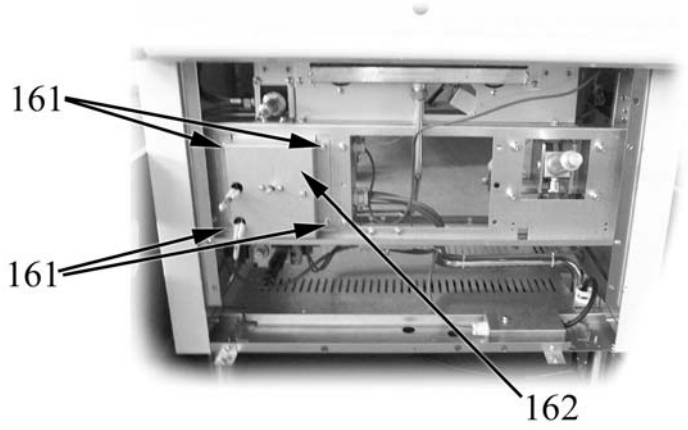

Fig. 16
- unscrew the screws (item 161 in Fig. 16) that fix the protective plate (item 162 in Fig. 16);